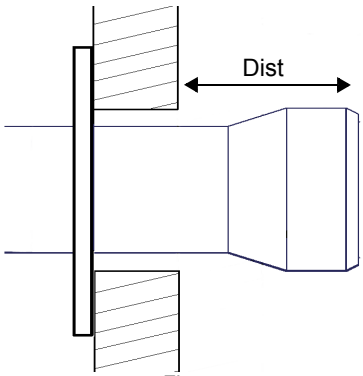

Fig. 5
- Cast-iron boilers, three pass flue boilers (with the first pass in the rear part): the blast tube must protrude no more than **Dist** = 100 mm into the combustion chamber. (Fig. 5)